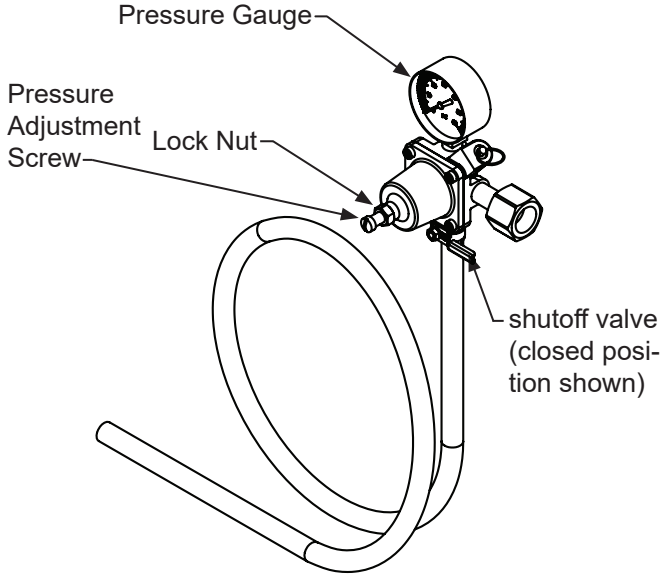
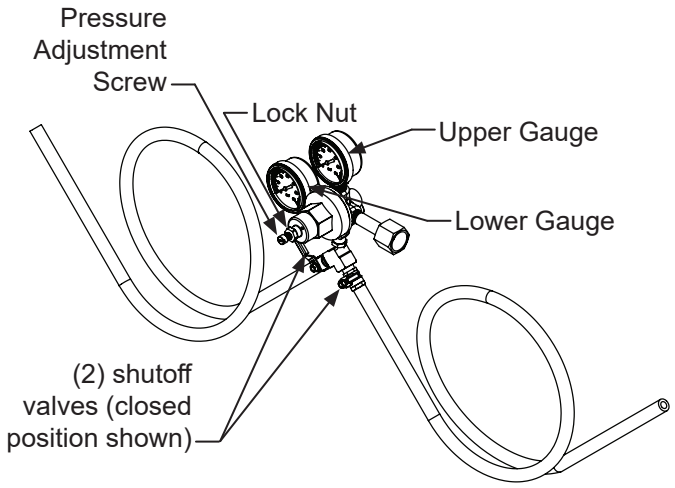
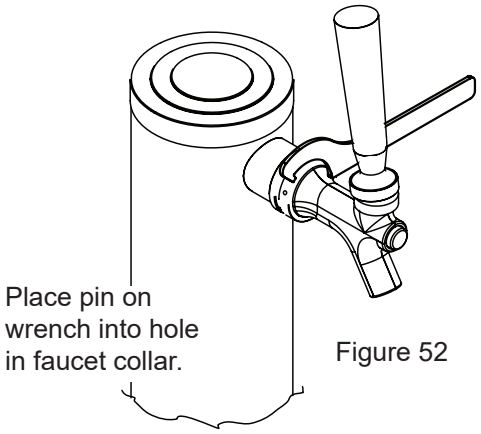

Figure 46 (Regulator for Single Dispense Tower)
Figure 47 (Regulator for Double Dispense Tower)
Figure 52
Remove the foam plug from the hole port as shown in Figure 46, and feed the red gas line through the rear wall and out the coil cover on the inside of the cabinet. Connect the red gas line to the keg coupler.
Reseal the hole in the back of the cabinet with the foam plug. See Figure 47.
2. Be sure the faucet handle is closed on the tower (see Figure 47).
Turn off the gas supply with the shutoff valve(s) under the regulator (see Figure 46 or Figure 47) and open the faucet to relieve the pressure. To remove the faucet from the tower use the spanner wrench provided. Place the pin on the wrench into the hole on the faucet collar and turn clockwise ↻ to remove the faucet. (See Figure 52).